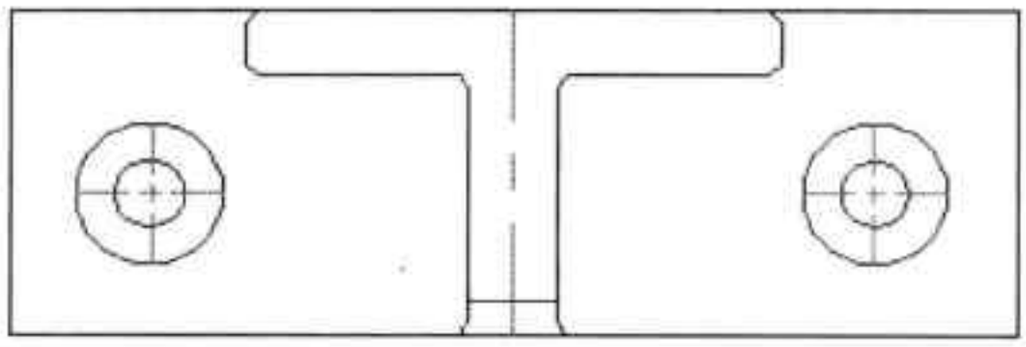

图21-99 镜像复制圆
Step 20 执行“镜像”命令，对圆进行镜像复制，如图 21-99 所示。